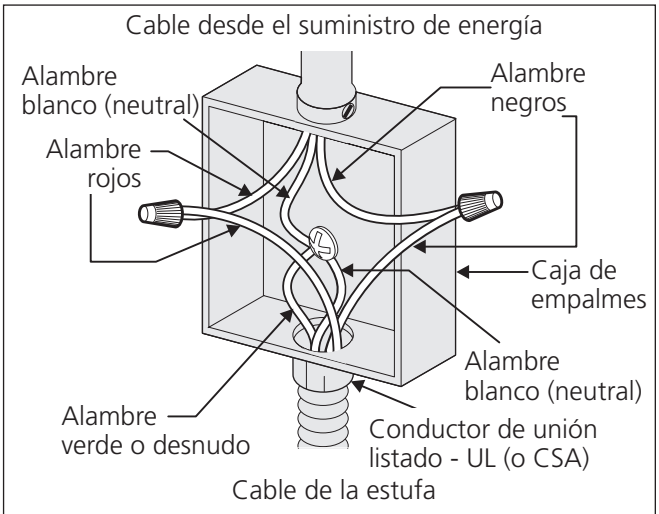

Figura 5 - CAJA DE EMPALMES DE 3 ALAMBRES PUESTA A TIERRA
Donde los códigos locales permitan conectar el conductor de puesta a tierra del eléctrodoméstico al neutral (blanco) (ver figura 5):
2. En el interruptor automático, caja de fusibles o caja de juntas: conectar el aparato y los cables residenciales como se muestra en la figura 5.
ADVERTENCIA Este electrodoméstico está fabricado con un suministro eléctrico neutro blanco y un alambre de cobre conectado al armazón. El armazón esta puesto a tierra por un enlace de la conexión a tierra con la conexión del neutro al final de la línea eléctrica, si es usado en los estados unidos una nueva instalación de circuito de bifurcación (1996 NEC), casa rodante, vehículos recreacionales, o donde los códigos locales no permitan poner a tierra mediante el neutro (blanco) o en Canadá, desconectar la conexión blanca de la verde y utilizar la conexión a tierra para poner a tierra la unidad de acuerdo a los códigos locales, conectar el neutro al circuito de bifurcación- conductor neutro de manera usual. Ver Figura 6. Si su electrodoméstico va a ser conectado a una caja de conexión puesta a tierra de 3 cables (en los estados unidos solamente), donde los códigos locales permitan conectar el conductor de poner a tierra-electrodoméstico con el neutro (blanco) ver Figura 5.